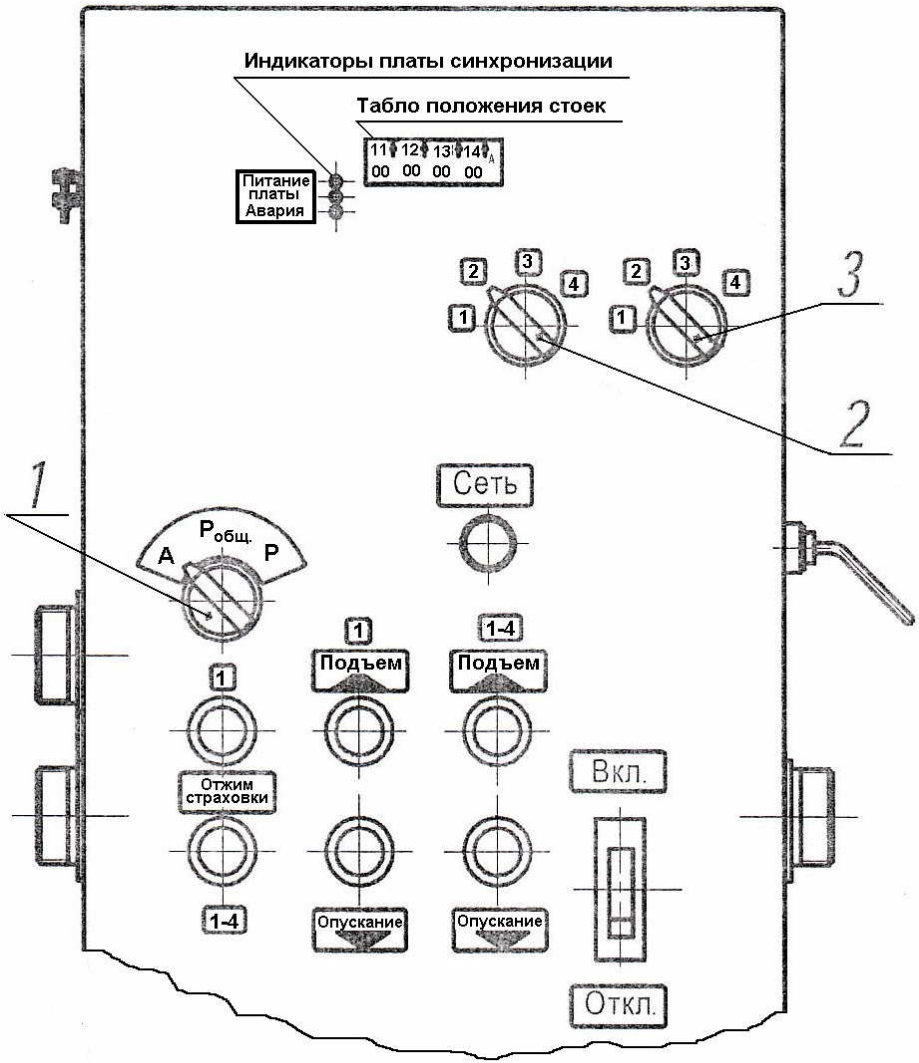

Рис. 6. Общий вид шкафа аппаратного мастер-стойки
6.2.8. Проверить правильность направления вращения электродвигателя насоса (по стрелке на кожухе вентилятора электродвигателя), для чего кратковременно нажать кнопку «ВВЕРХ» на каждой стойке, при этом переключатель поз.1 (см. Рис. 6) должен быть переведен в в режим «Р» (ручной), а переключатели пз.2 и поз. 3 должны быть установлены на номере той стойки, которую проверяют. В случае несоответствия произвести перефазировку кабеля подключающего подъемник к электросети. По окончании проверки перевести переключатель поз. 1 в положение»Робщ.» (ручной общий) и проверить работу подъемника в целом.
7.2.2. Включить вводной автоматический выключатель на шкафу аппаратном, при этом должна загореться сигнальная лампа «СЕТЬ». Одновременно загораются сигнальные индикаторы питания платы синхронизации. (см. Рис. 6).
7.2.3. Включить тумблер (поз.1 на Рис.6) управления режимом работы платы синхронизации подъема и опускания кареток, находящийся на дверце шкафа аппаратного, в положение «Робщ.». Кнопкой «ВВЕРХ» подвести подхваты до касания с беговой поверхностью покрышки колеса автомобиля.